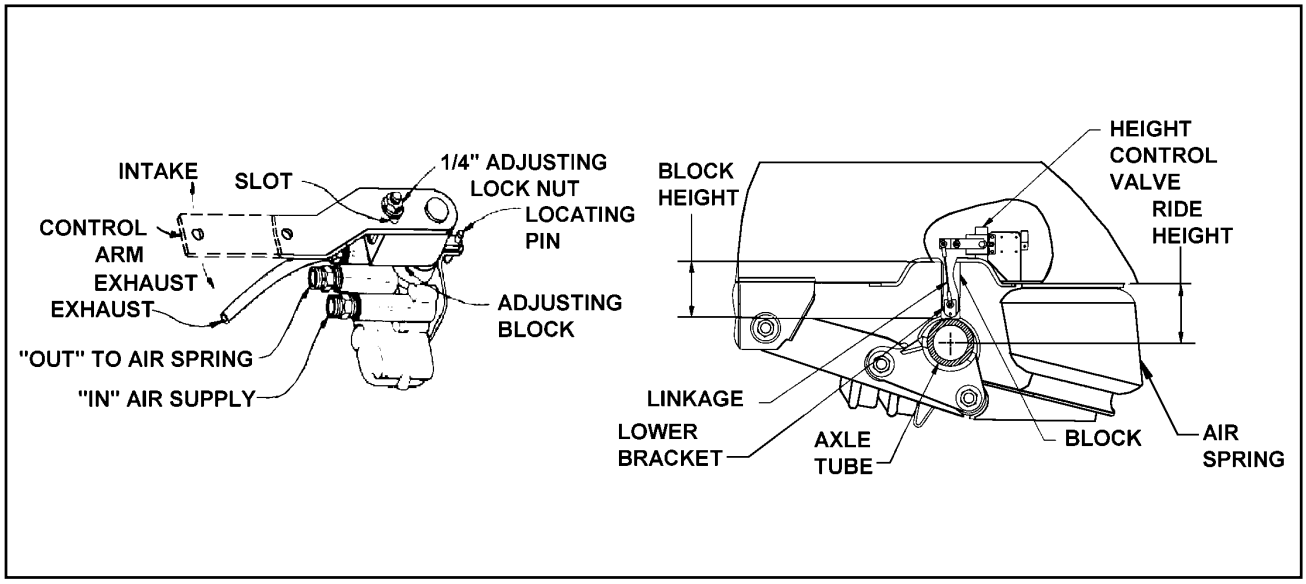

Figure 4-4 Air Ride Height Adjustment
4-6.2 Air Ride Height Adjustment. (See Figure 4-4 for parts identification).
b. Disconnect linkage at the control arm and raise control arm to the “up” position, raising the trailer until a block can be placed between axle tube and undercarriage frame **(See Figure 4-4).**
f. Loosen the 1/4" adjusting lock nut located on the adjusting block, allowing the control arm to move approximately 1 inch. Move the adjusting block until holes align, then insert locating pin **(See Figure 4-4)**.